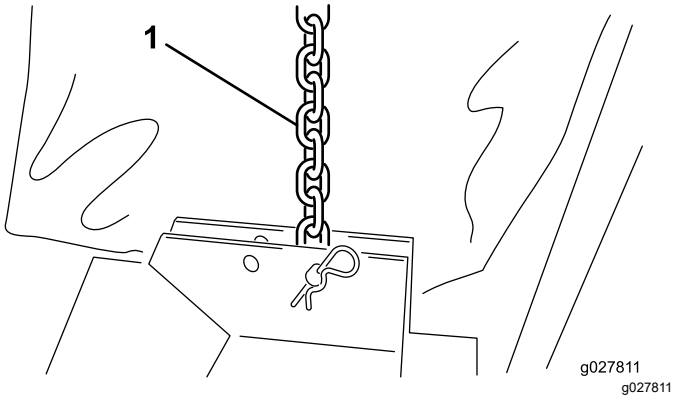

Figure 3
3. Fixez chaque chaîne de levage au support correspondant sur le plateau à l'aide d'un axe de chape et d'une goupille fendue (Figure 3).